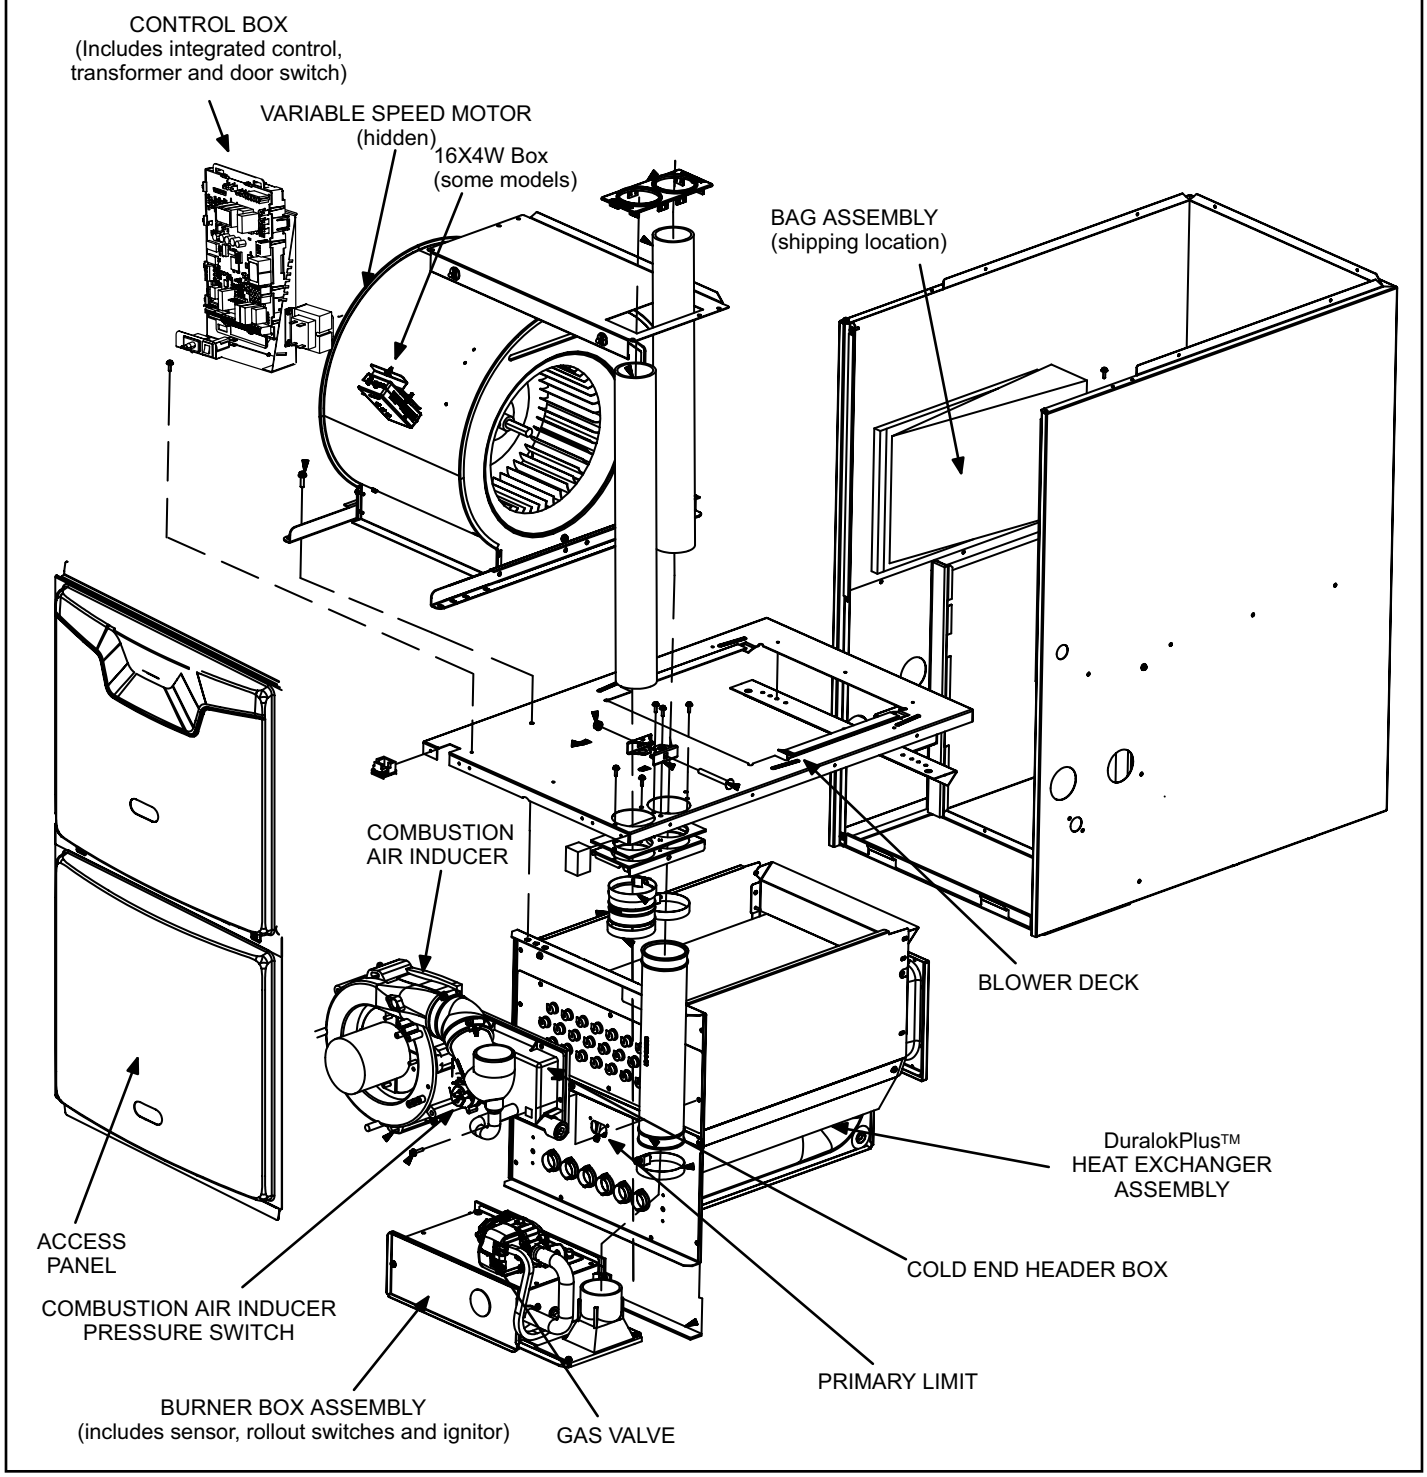
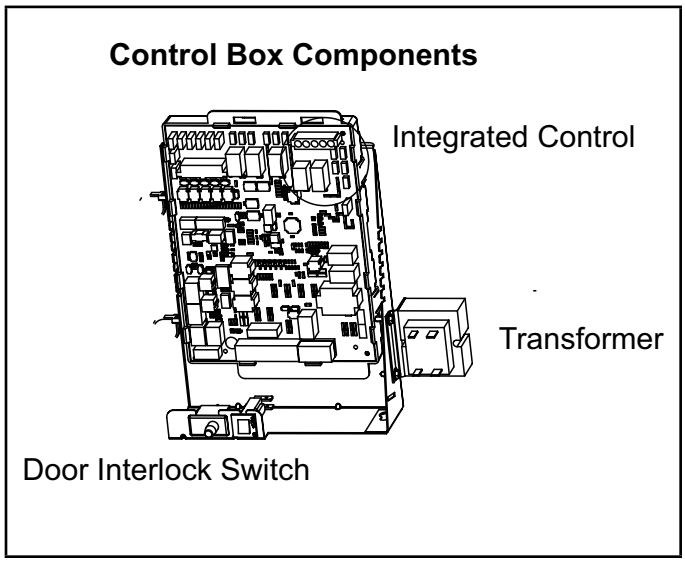

FIGURE 1
FIGURE 2
ML297DFVK(X) unit components are shown in FIGURE 1. The gas valve, combustion air inducer and burners can be accessed by removing the access panel. Electrical components are in the control box (FIGURE 2) found in the blower section.